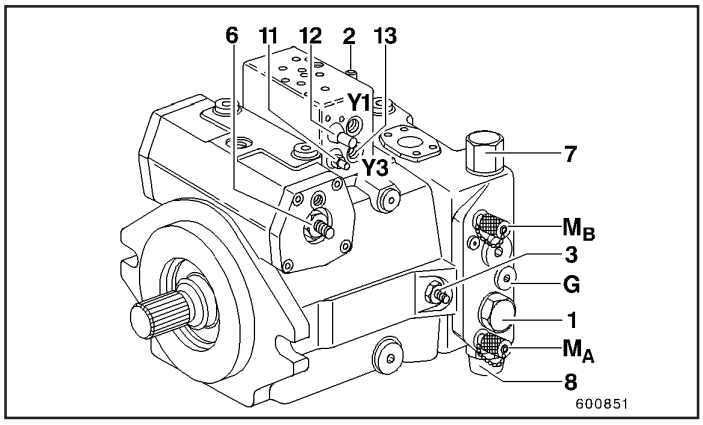

Fig.3
A Fig. 3 não corresponde à posição de instalação da bomba.
- Primeiro conecte um manômetro de 600 bar, depois um de 60 bar nos dois pórticos de medição de alta pressão (MA e MB, Fig.3) e verifique a pressão de alimentação de 20 bar com o motor funcionando.
Gire o parafuso de trava até o ponto de zero mecânico (6, fig. 3), até que ambas as pressões sejam iguais.
- Ative o giro (sentido horário e sentido anti-horário) e verifique a pressão de corte (2) de 390 bar; ajuste se necessário.
- Verifique a pressão de abertura das válvulas de segurança (7 e 8, Fig. 3) de 420 bar, girando a válvula de corte (2) para fora. Para fixar, veja válvula de segurança.